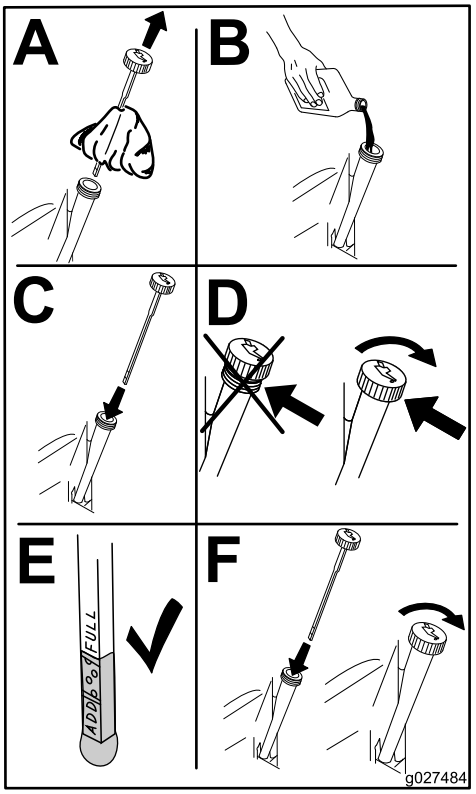

Figuur 37
6. Giet ongeveer 80% van de gespecificeerde hoeveelheid olie langzaam in de vulbuis (Figuur 37).
7. Oliepeil controleren (Figuur 37).